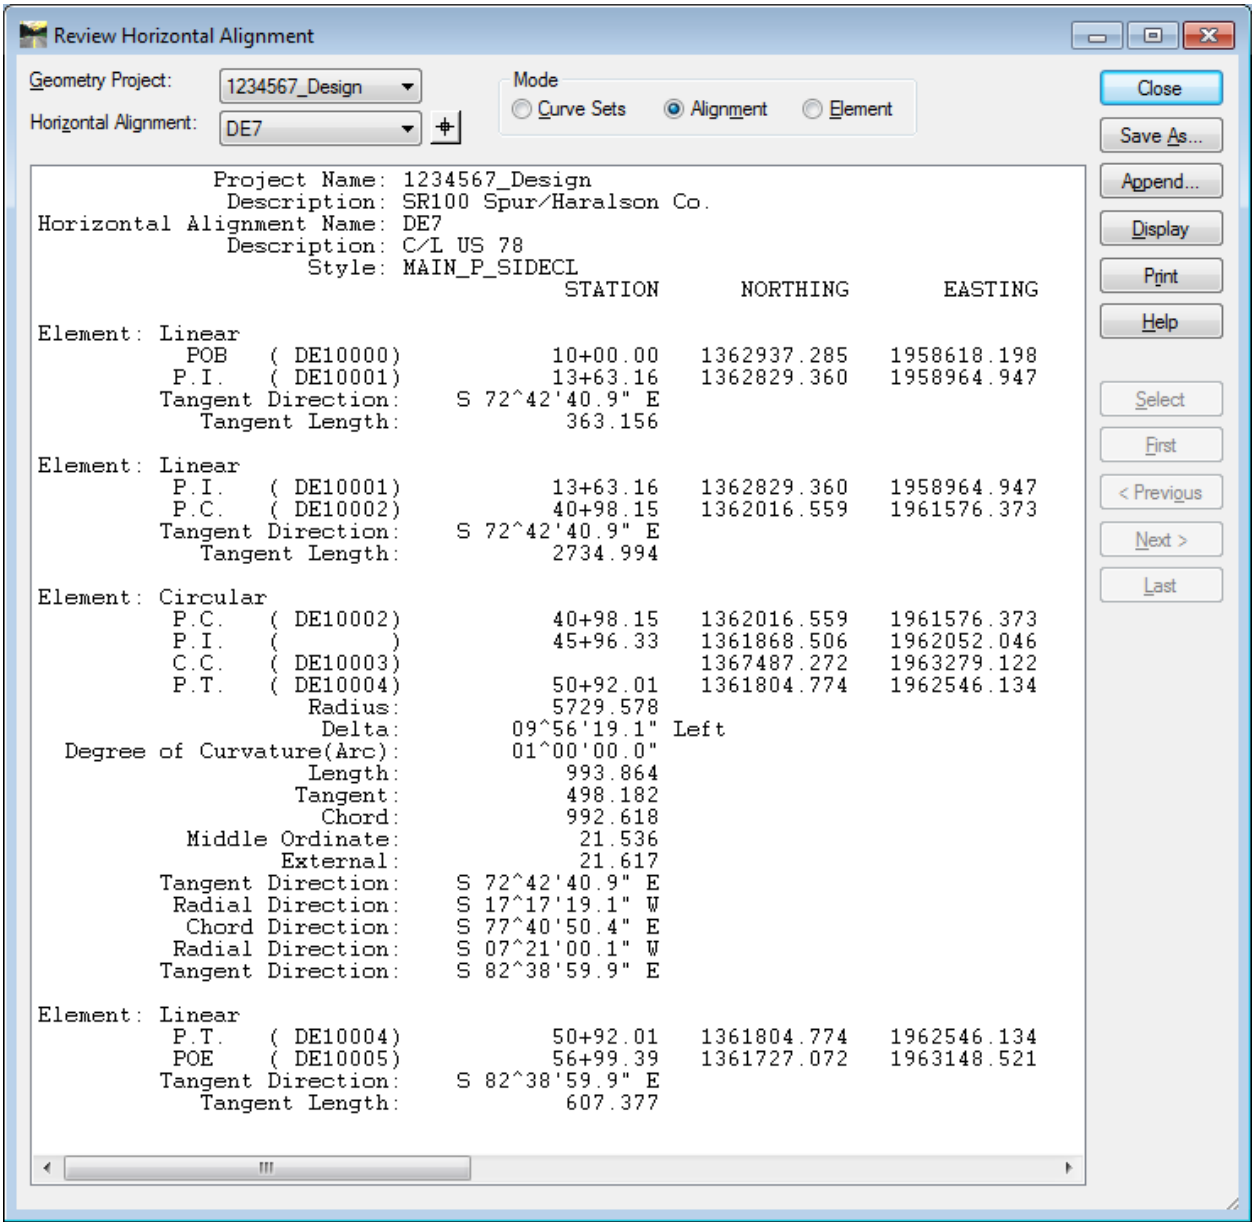

Figure L3-15 Review Horizontal Alignment
20.	**Review Alignment DE7.** • In InRoads, Select **Geometry ► Review Horizontal**. The **Review Horizontal Alignment** Report window opens as shown in *Figure L3-15*. • Notice that Point Names now exist and that they have a **DE** prefix. • Click **Close** to exit the **Review Horizontal Alignment** Report. *Alignment DE7 is reviewed and depicts the Point Names and the DE prefixes of the points.*